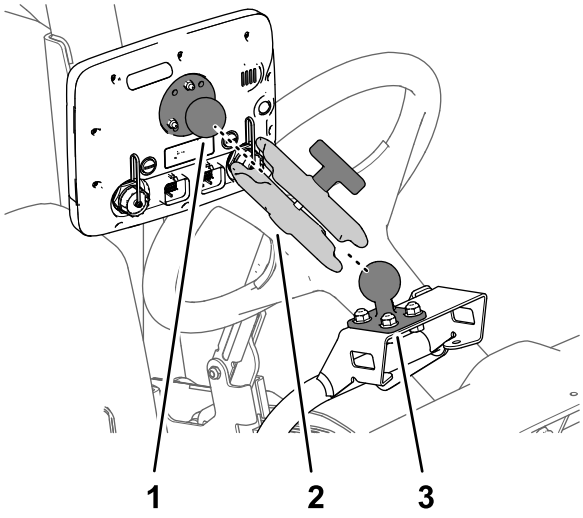

Figur 167
3. Monter monitorens kuglefitting og kuglebeslaget på maskinen til monitorarmen (Figur 167).
4. Juster monitoren, så den kan ses fra maskinens førersæde, og stram monitorarmens greb med håndkraft (Figur 167).